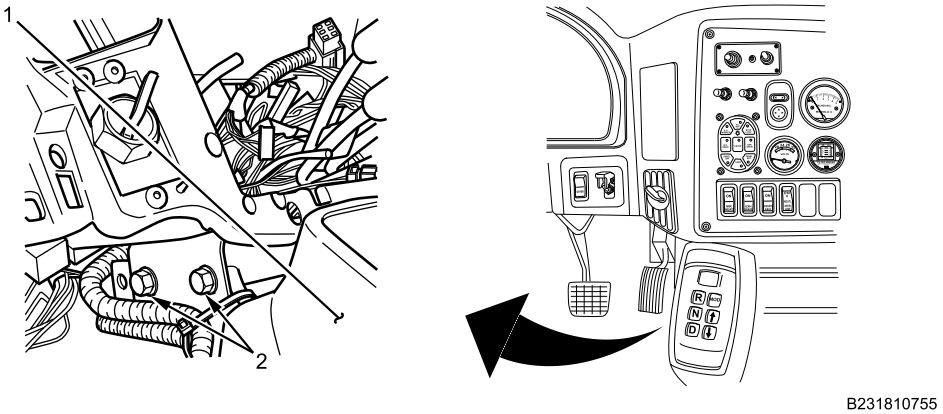

Figure 5. Transmission Auto Shift Driver Control Module.
8. Remove transmission auto shift driver control module mounting bolts (Figure 5, Item 2) from IP.
9. Remove transmission auto shift driver control module (Figure 5, Item 1) from IP.